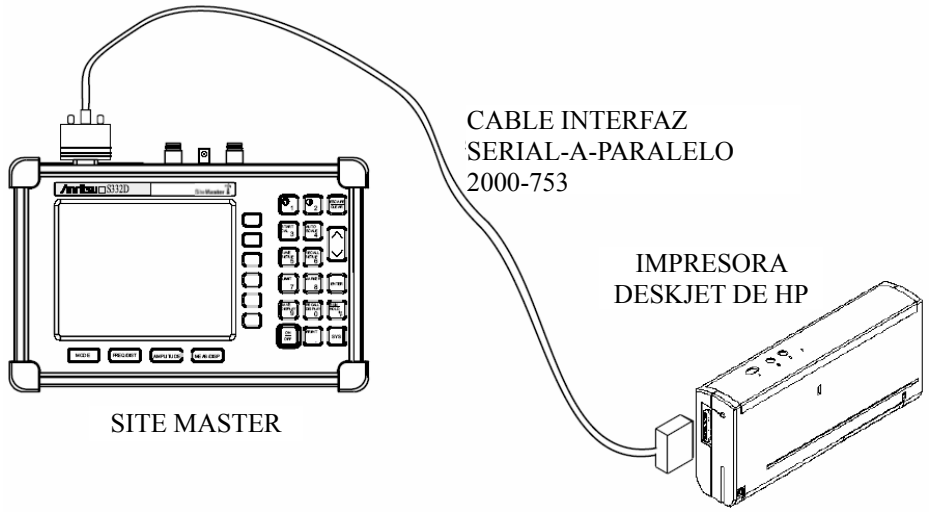

Figura 3-4-. Instalación de la Impresora Site Master
Paso 5. Conectar la impresora como indicada en Figura 3-4.